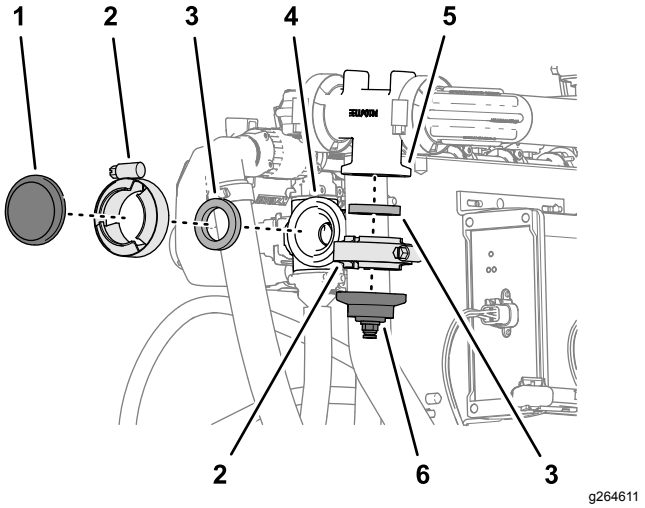

Figur 137
1. Afmonter flangeklemmen og pakningen, der fastgør det almindelige dæksel til flangen på dyseventil 10 (Figur 137).
2. Afmonter flangeklemmen og pakningen, der fastgør dækslet og rørfittingen til flangen på gennemstrømningsmålerens manifold (Figur 137).